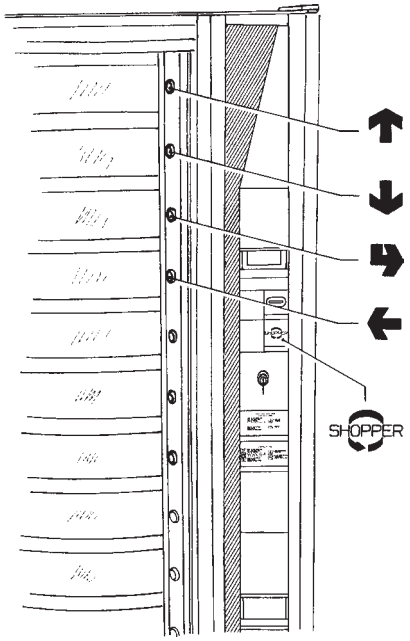

Fig. 8
- les premiers quatre boutons de sélection qui, en mode entretien et programmation, prennent les fonctions suivantes (voir fig. 8) :